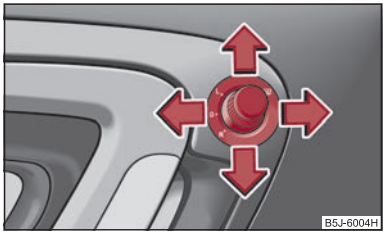

Fig. 46 Inner part of door: Rotary knob
- Turn the rotary knob to position ⇒ fig. 46.